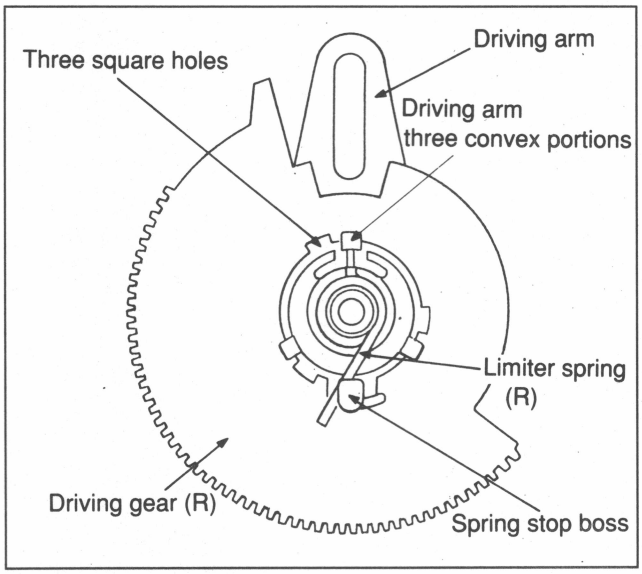

Fig. 7-8-15 Driving Arm Removal
2. Driving Arm Removal (Refer to Fig. 7-8-15.)